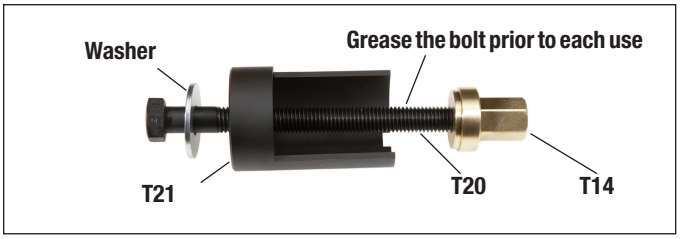

Figure 75 – Short Guide Pin Removal Tool
5.6.16 *Use the tool combination shown in Figures 75 and 76* (comprising T14, T20, T21, and a washer) to remove the bushing (6). Screw nut (T14) onto the assembly by hand, then tighten the bolt (T20) using a box end wrench to draw out the bushing. Discard the removed bushing, and verify that the bore is clean by wiping with a shop cloth.